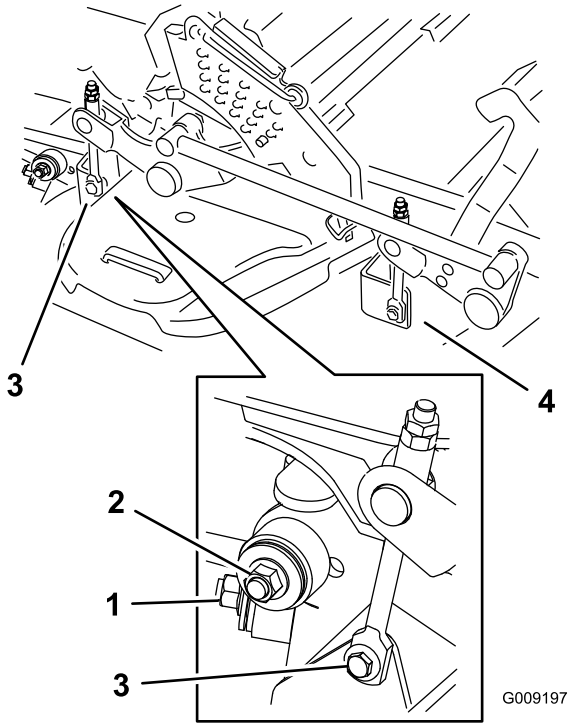

Figuur 97
8. Verwijder de bevestigingsmaterialen aan beide zijden van het maaidek zoals wordt getoond in Figuur 97 en bewaar deze materialen.